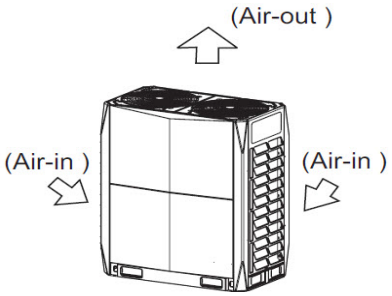
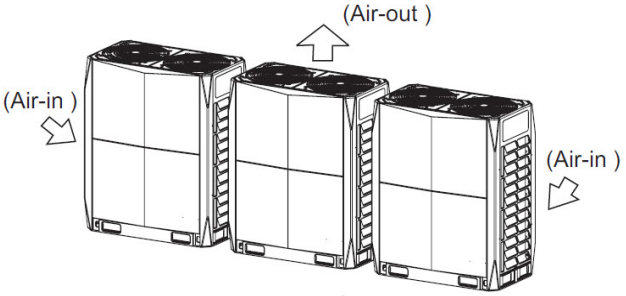

Fig. 7— Single Unit Installation
Fig. 8— Multiple or Parallel Unit Installation
Step 2 — Position the Unit — Units are recommended for outdoor use. See Fig. 7 for single unit installation. See Fig. 8 for multiple or parallel unit installation. The unit should be mounted on concrete and fastened to anchor bolts to prevent the unit from tipping. Units installed in areas that are exposed to ambient temperatures below freezing (32°F) should be installed on a snow/ice stand as defined by local codes.